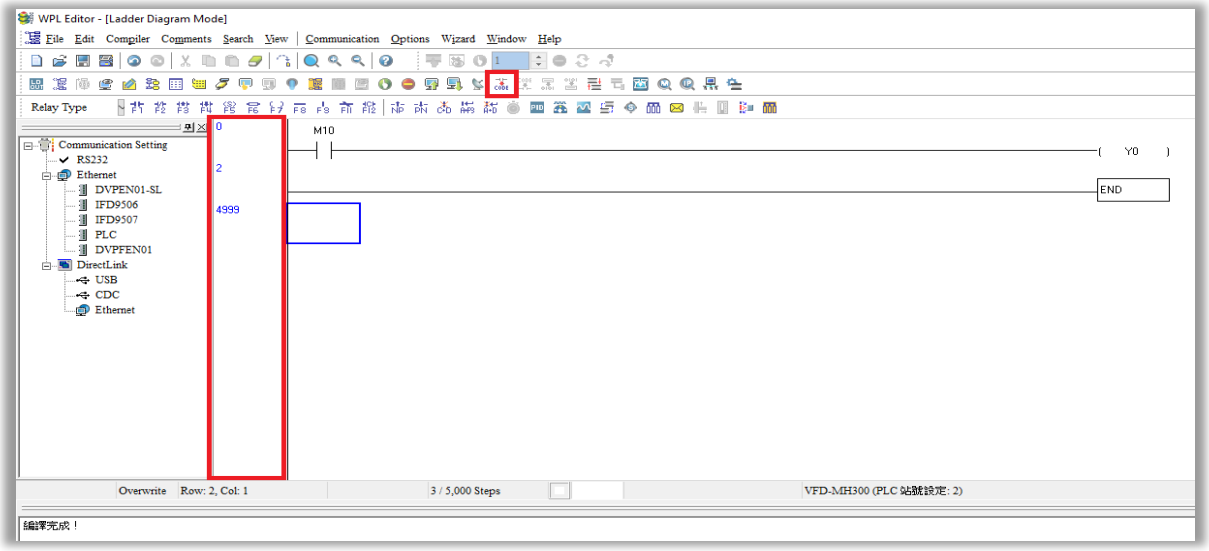

Figure 16-18
Step 5: Click on the "Ladder diagram => Code" icon, which will compile the edited ladder diagram as a command program. After compiling, the number of steps will appear on the left side of the busbar (see figure 16-18 below).